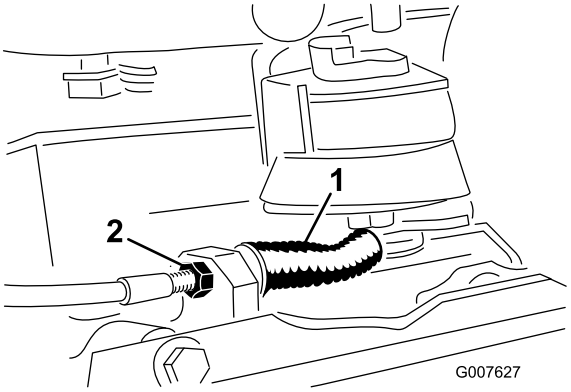

Figur 34
- For at mindske bremskabelspændingen skal du løsne kablets forreste kontramøtrik og stramme den bageste kontramøtrik (Figur 34). Gentag trin 1 og 2, og juster igen om nødvendigt.
- For at øge bremskabelspændingen skal du stramme kablets forreste kontramøtrik og løsne den bageste kontramøtrik (Figur 34). Gentag trin 1 og 2, og juster igen om nødvendigt.